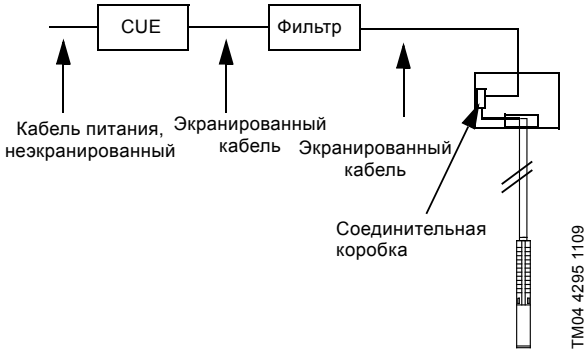

Рис. 16 Пример монтажа, когда CUE и фильтр установлены в зоне повышенных требований к ЭМС излучению
- установка на площадках, чувствительных к ЭМП. См. рис. 16.